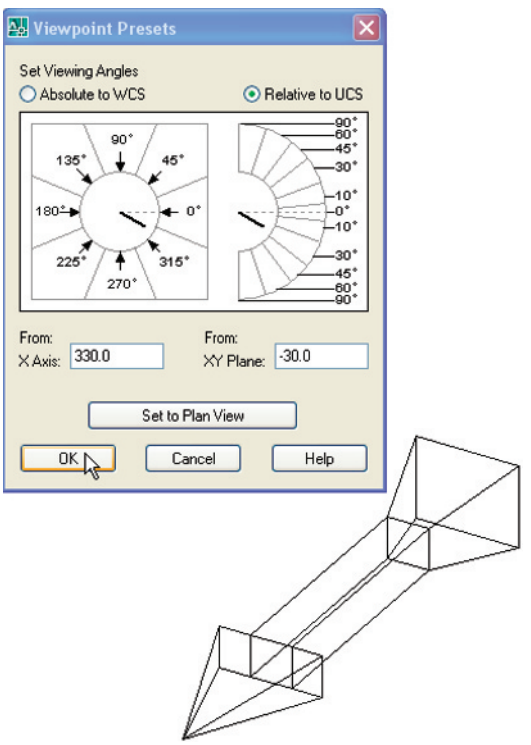

Fig. 15.32 Example – **Viewpoint Presets**
3. The 3D model takes up the viewing position indicated by the two angles (Fig. 15.32).